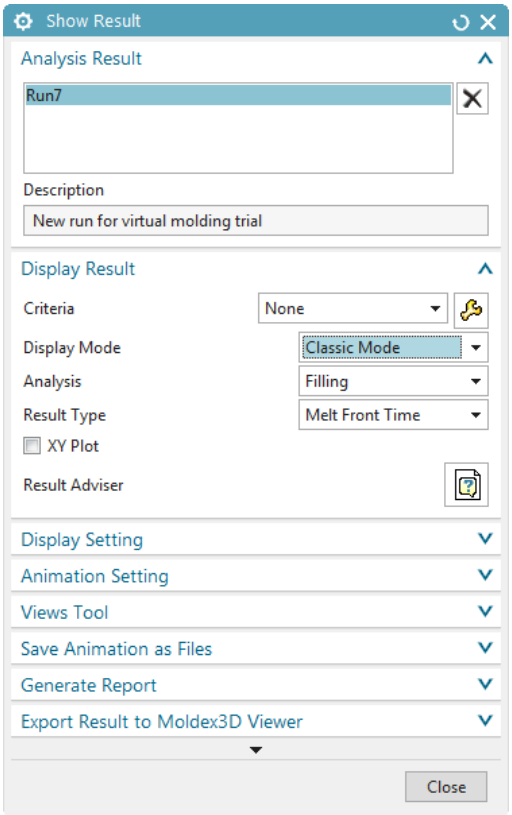

Figure 2-46 *The modified* ***Show Result*** *dialog box*
7. Select result from the **Analysis Result** rollout; the dialog box gets modified, refer to Figure 2-46.